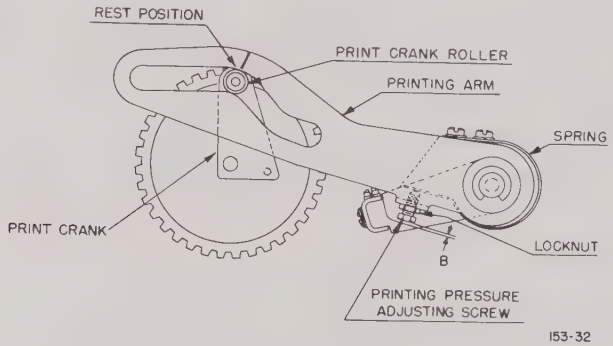

Figure 2. Print mechanism, rest position
(1) Set print crank in rest position (fig. 2).
(2) Roller on follower arm should be in bottom of retard cam depression.
(3) Clearance between print wheel and chart should be approximately 1/16 inch.
(4) Pressure on printing mechanism is correctly adjusted when record is printed distinctly and type is not forced into paper. Maximum permissible separation at "B" is 1/64 inch during printing (fig. 2).